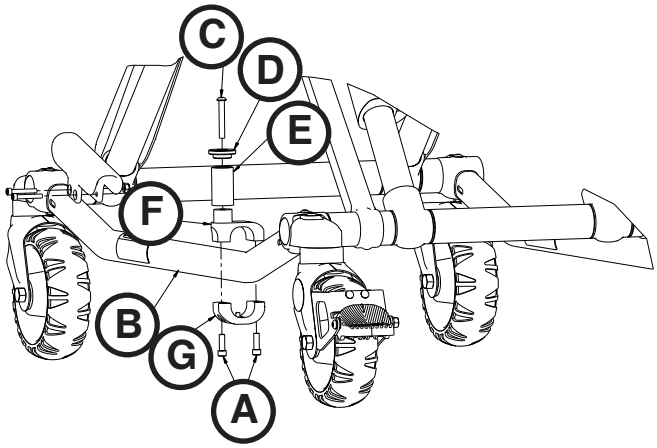

Figure 72
3. À l'aide d'un tournevis Torx T30, retirer les deux vis à six pans creux (A) qui maintiennent le montant de retenue de la civière au châssis (B) (Figure 72). Jeter les vis et le montant de retenue de la civière.
4. Insérer la vis d'assemblage à tête ronde (C) à travers le chapeau du montant de retenue de la civière (D) et à travers le montant de retenue (E), puis dans le support de goupille inférieur (F) (Figure 72).
6. Assembler le montant de retenue de la civière sur le châssis. Aligner les trous des supports et insérer deux vis d'assemblage à six pans creux (A) dans les trous filetés du support de goupille inférieur (G) (Figure 72).